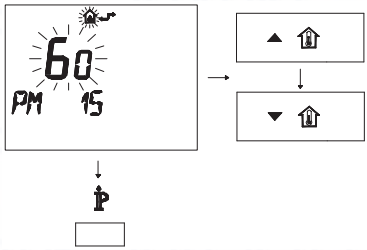

Fig. 7.17
- Modify the programmed SET by acting on buttons ▲ or ▼ until **a setting of 60** is displayed, wait for the number programmed to flash (Fig. 7.17).